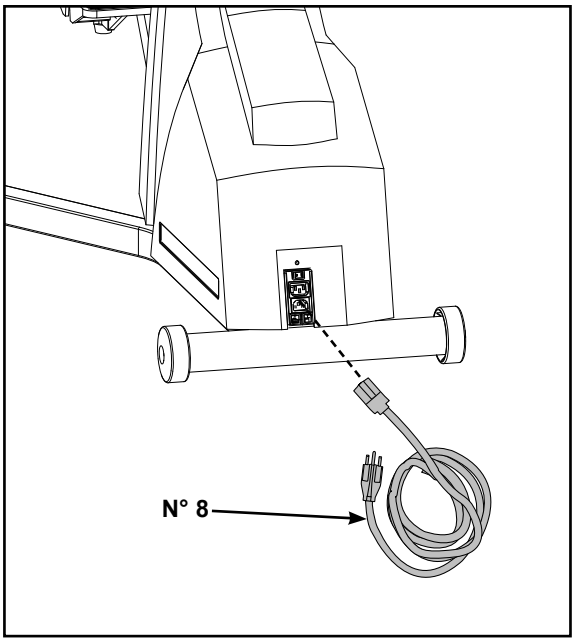

Figure 13
A. Branchez le cordon d'alimentation (n° 8) dans l'orifice situé près de l'avant de l'appareil. ***REMARQUE :*** *Ne branchez pas le cordon d'alimentation dans une prise de courant pour le moment. Reportez-vous à la figure 13.*